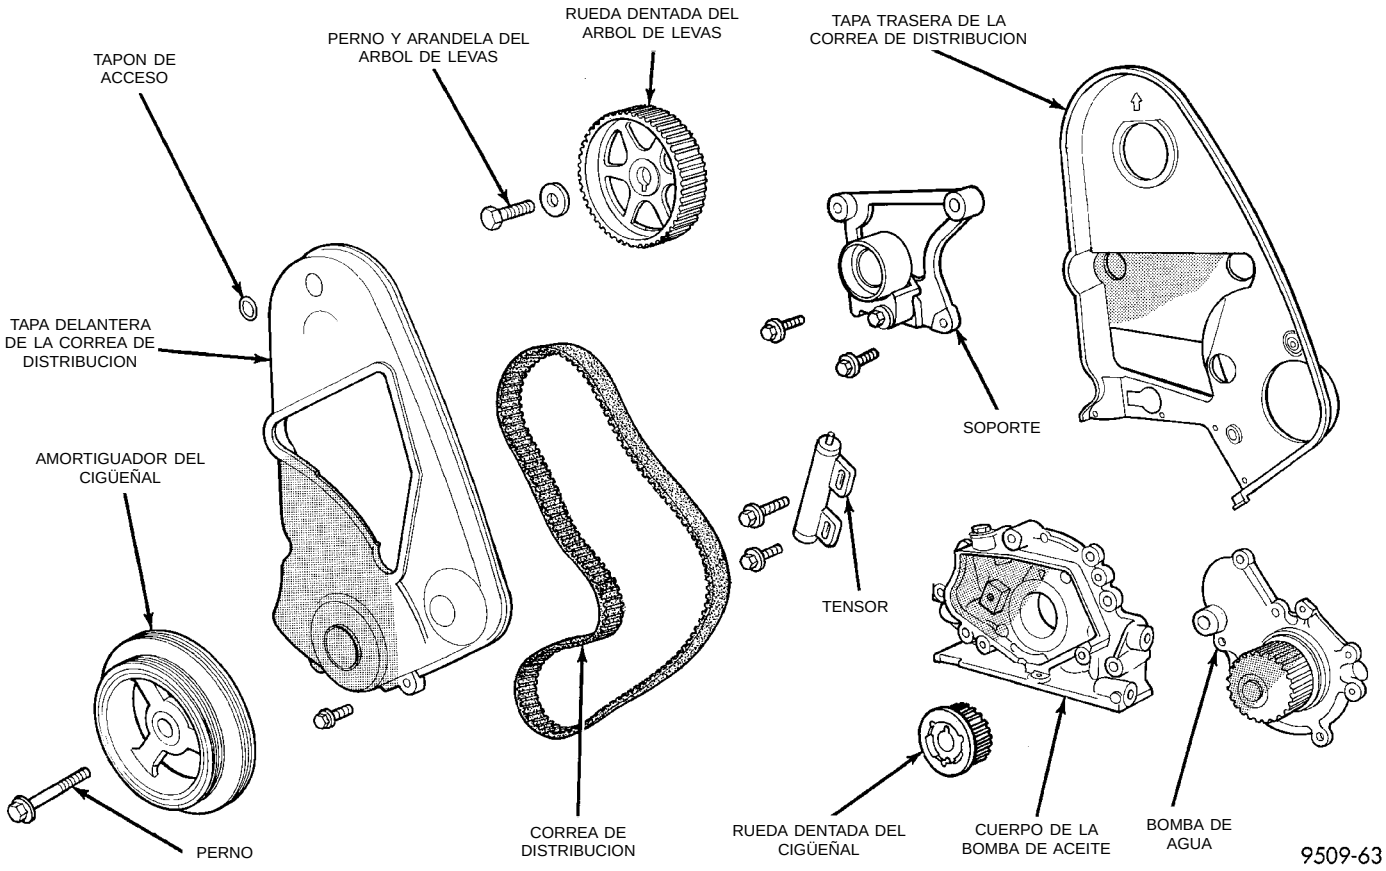

Fig. 41 Sistema de correa de distribución
- Retire el tapón de acceso de la tapa externa de la correa de distribución (Fig. 41).